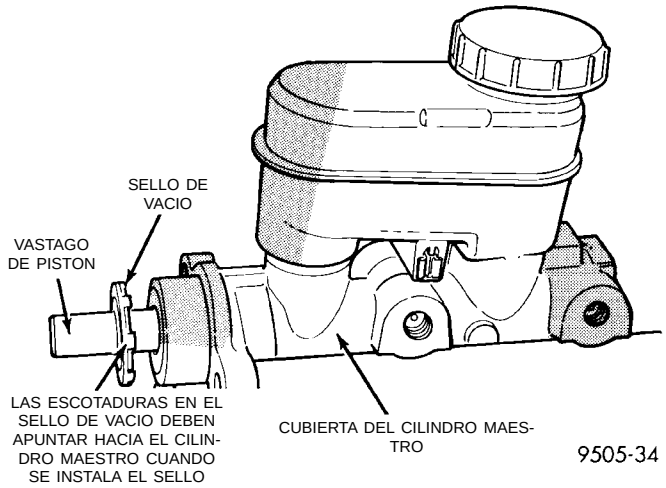
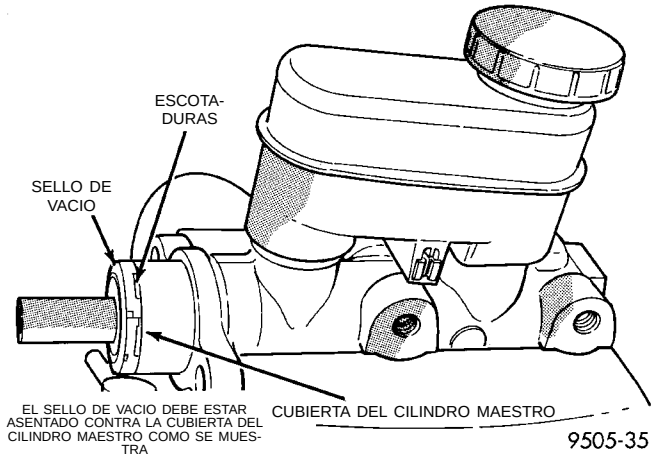

Fig. 21 Instalación del sello de vacío en el vástago de pistón del cilindro maestro
Fig. 22 Sello de vacío posicionado para la instalación del cilindro maestro
(13) Instale el sello de vacío en el vástago de pistón del cilindro maestro, como se muestra en (Fig. 21), con las escotaduras en el sello de vacío en dirección hacia la cubierta del cilindro maestro. Luego deslice el sello de vacío sobre el vástago de pistón del cilindro maestro hasta que esté asentado contra la cubierta del cilindro maestro (Fig. 22), antes de instalar el cilindro maestro sobre el reforzador del vacío del servofreno.